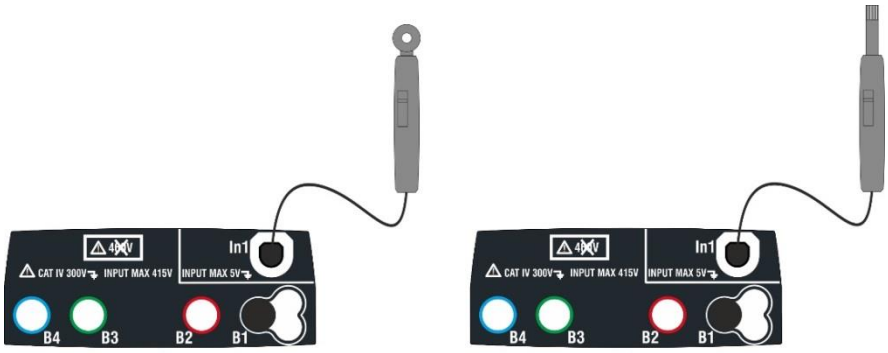

Fig. 33: Medição dos parâmetros ambientais com sondas externas
5. Inserir na entrada auxiliar **In1** o transdutor necessário à medição pretendida como se mostra na Fig. 33.